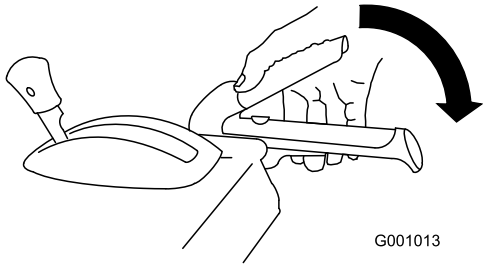

Figur 29
1. Pressa ned det högra (matarskruvs-/impeller)reglaget till handtaget för att koppla in matarskruvs-/impellerdrivningen (Figur 29).